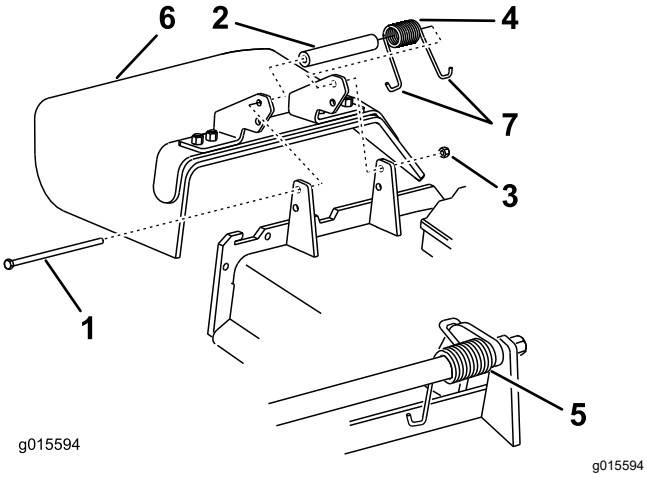

Figur 121
1. Fjern låsemøtrikken, bolten, fjederen og afstandsbøsningen, som fastholder græsdeflektoren til akselbeslagene (Figur 121).
2. Fjern den beskadigede eller slidte græsdeflektor (Figur 121).
Bemærk: Sørg for, at fjederens ene J-formede ende sidder bag skjoldets kant, før bolten monteres som vist i Figur 121.
6. Placer fjederens J-formede ende omkring græsdeflektoren (Figur 121).